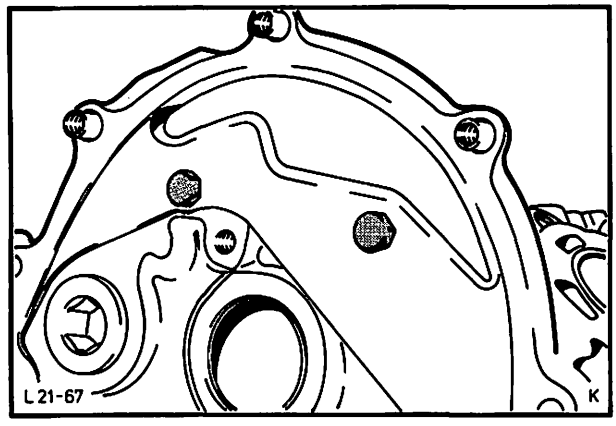

Abb. 93 Zwischenplatte abschrauben
21. Beide Schrauben der vorderen Zwischenplatte, Abb. 93, entfernen. Zwischenplatte abnehmen.